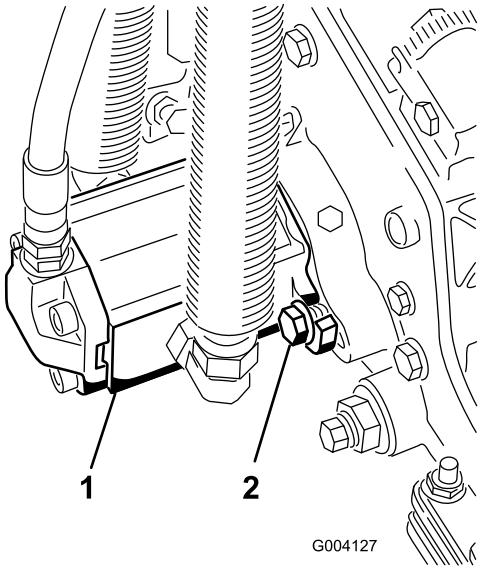

Figur 14
16. Monter motoren ved at dreje den med uret, således at motorflangerne går fri af boltene (Figur 14). Drej motoren mod uret, indtil flangerne indeslutter boltene, og tilspænd så boltene.